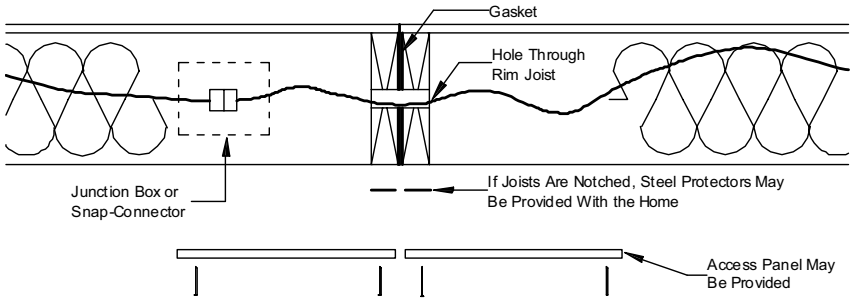

Figure 55. *Electrical crossover floor wires with flush access panels*
1. **Access wires.** Find the crossover location(s) and remove the access panel(s) if attached. If access panel openings are not provided, cut through bottom board to expose the wiring (**Figure 55**).